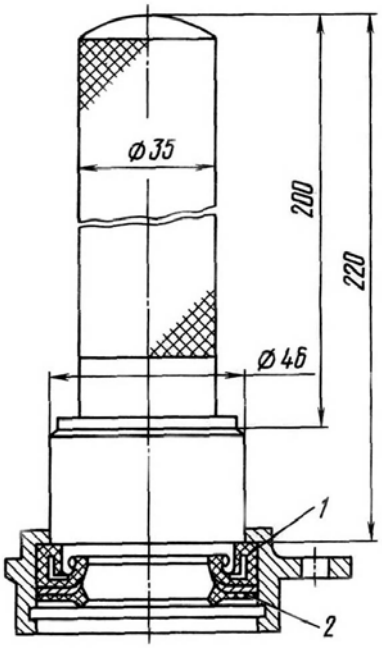

Рис.72. Выпрессовка манжеты из крышки:
6. Снимите стопорное кольцо 16 и выпрессуйте с помощью оправки (рис.72) из крышки манжету 1 и защитное кольцо 2.